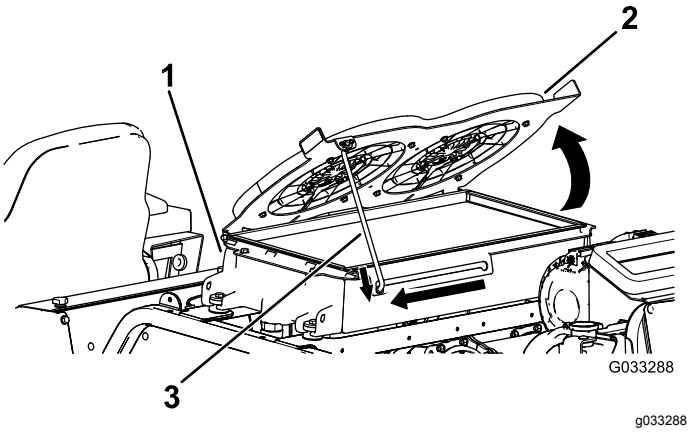

**Figur 122**
2. Drej hydraulikkøleventilatorerne opad og sæt støttepinden fast i hakket (Figur 122).